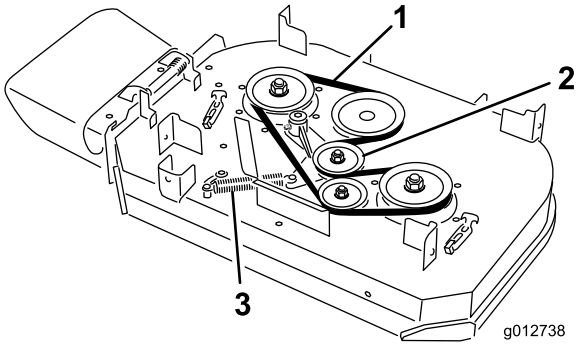

Figur 64
4. Fjern fjæren fra ankeret på lederullarmen (Figur 64).
5. Fjern den slitte klipperremmen (Figur 64).
6. Monter den nye klipperremmen rundt clutchremskiven, klippeenhetens remskiver og lederullen (Figur 64).
7. Monter fjæren på ankeret på lederullarmen (Figur 64).
6. Monter den nye klipperremmen rundt klipperremskivene og lederullen (Figur 64).
5. Fjern fjæren fra ankeret på lederullarmen (Figur 64).
6. Fjern den slitte klipperremmen (Figur 64).
7. Monter den nye klipperremmen rundt klippeenhetens remskiver, clutchremskiven og lederullen (Figur 64).
8. Monter fjæren på ankeret (Figur 64).